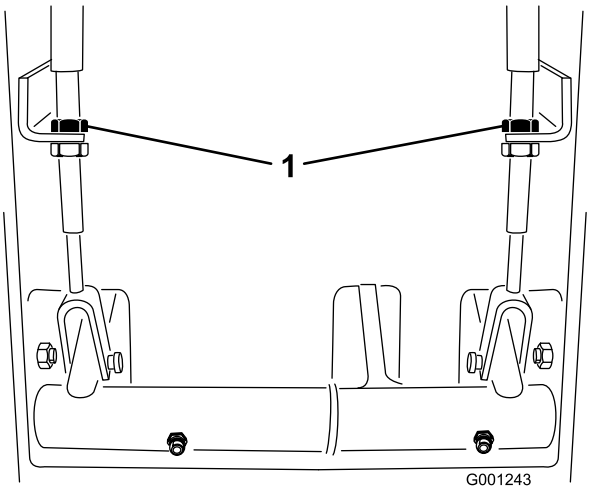

**Figur 63**
2. Dra åt bromsarna genom att lossa den främre muttern på bromskabelns gängade ände för att minska bromspedalernas fria spel (Figur 63). Dra sedan åt bakmuttern för att flytta kabeln bakåt tills bromspedalerna får ett fritt spel på 13 mm till 25 mm.